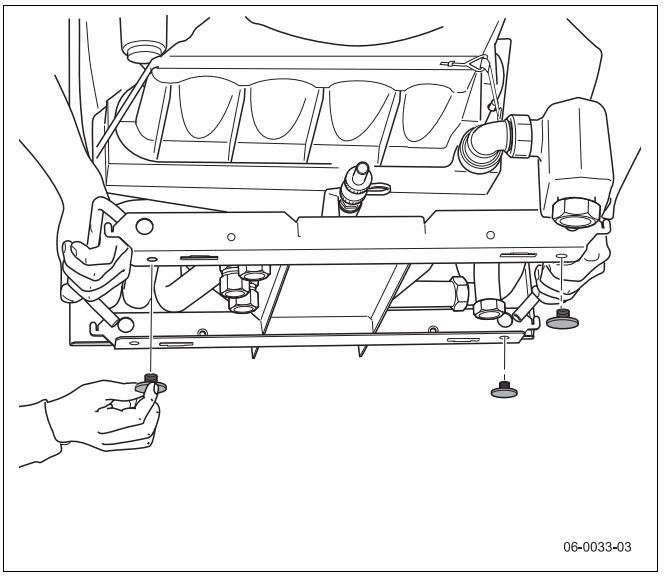

Bild 13 Fußschrauben ohne Kesselkuli montieren
- Fußschrauben 5 – 10 mm in die Gewindebohrungen der Traversen eindrehen (vgl. Bild 13).
- Heizkessel zur Seite oder nach hinten kippen, so dass eine zweite Person die Fußschrauben eindrehen kann (Bild 13).